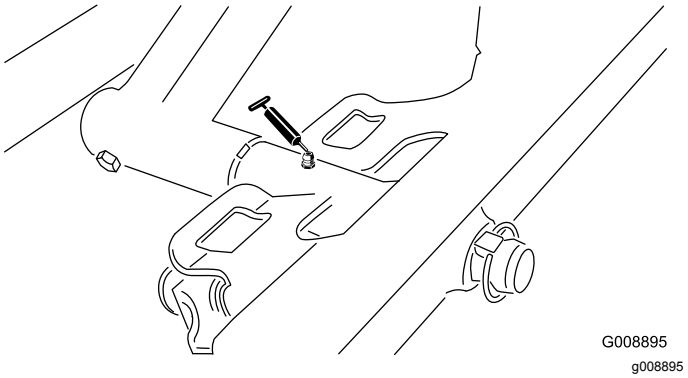

Figur 33
- Främre klippenhetens svängtapp (Figur 33)